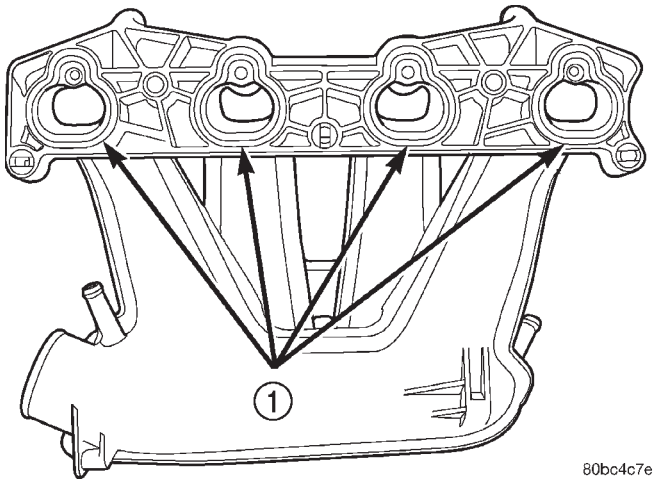

Abb. 125 O-Ringe am Ansaugkrümmer
- An der Auflagefläche des Ansaugkrümmers auf gerissene oder fehlende O-Ringe prüfen (Abb. 125).